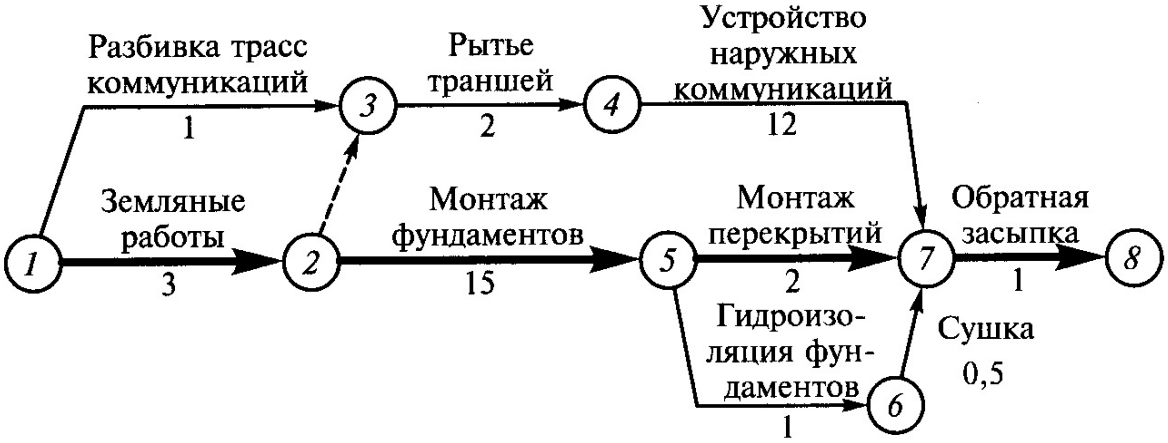

Рис. 9. Сетевой график на строительство подземной части здания
1. Внимательно рассмотреть сетевой график на строительство подземной части здания (рис. 9).
Различают *работы действительные*, требующие затрат времени и ресурсов, и фиктивные (*ожидание*), требующие только затрат времени. Например, обратную засыпку фундаментов можно выполнять, если обмазочная гидроизоляция высушена. Значит, работа 6— 7 на рис. 9 при естественной сушке является фиктивной, или ожиданием. При сушке с помощью калориферов эта работа становится действительной, так как для ее выполнения потребуется расход электроэнергии и обслуживание калориферов.
Зависимость на СГ (штриховая стрелка 2—3, см. рис. 9) обозначает лишь взаимосвязь работ и не требует ни времени, ни ресурсов. В отличие от фиктивной работы сроки ее выполнения не указывают.
Непрерывная технологическая последовательность работ между исходными и завершающими событиями называется *путем*. На графике (рис. 9) показано несколько путей: (1—3—4—7—8) = 16 дней; (1—2—5—7—8) = 21 день; (1—2—5—6—7—8) = 20,5 дней. Самый длинный путь называется критическим. Продолжительность этого пути определяет срок работ по СГ. При необходимости
Основными являются следующие элементы сети (рис. 9): события 1 и 8 — соответственно исходное и завершающее события; работы 1—2 и 1—3— исходные работы СГ; работа 7—8 — завершающая работа. Для работы 3— 4 работа 1—3 является предшествующей, а работа 4— 7— последующей. Зависимость 2—3 — организационная и отражает ручную разработку грунта в траншеях после экскаваторных работ; работа 6— 7— фиктивная и связана с атмосферной сушкой обмазочной гидроизоляции.
2. Выполнить контроль и анализ эффективности использования рабочего времени, пользуясь результатами расчёта разности критического, подкритического и минимального пути по сетевому графику на строительство подземной части здания (рис.9).